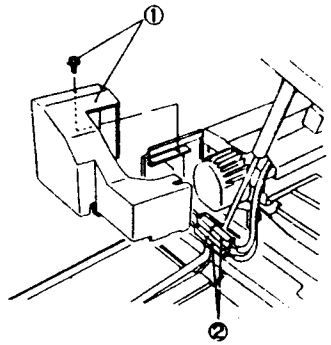

Рис. 2 NZM-0119
7. (Рис. 2): Отсоедините разъемы от нагревательного стержня.
①. Отверните винт и снимите крышку главного выключателя.
②. Отсоедините разъемы (2) от нагревательного стержня.